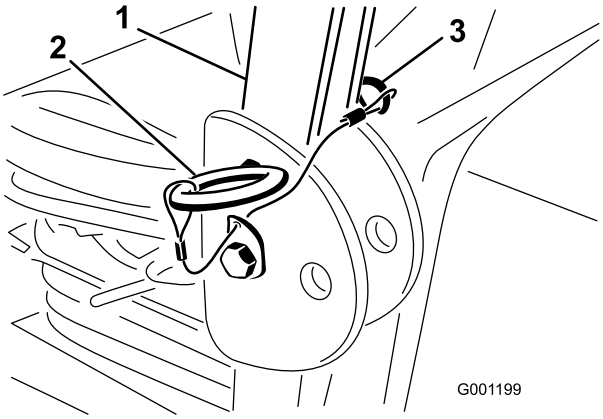

Figur 30
1. Fjern låseclipsene og de to pinde for at hæve styrtbøjlen (Figur 30).
3. Monter de to pinde, og fastgør dem med låseclipsene (Figur 30).
4. Fjern låseclipsene og de to pinde for at hæve styrtbøjlen (Figur 30).
5. Hæv styrtbøjlen til oprejst position, monter de to pinde, og fastgør dem med låseclipsene (Figur 30).